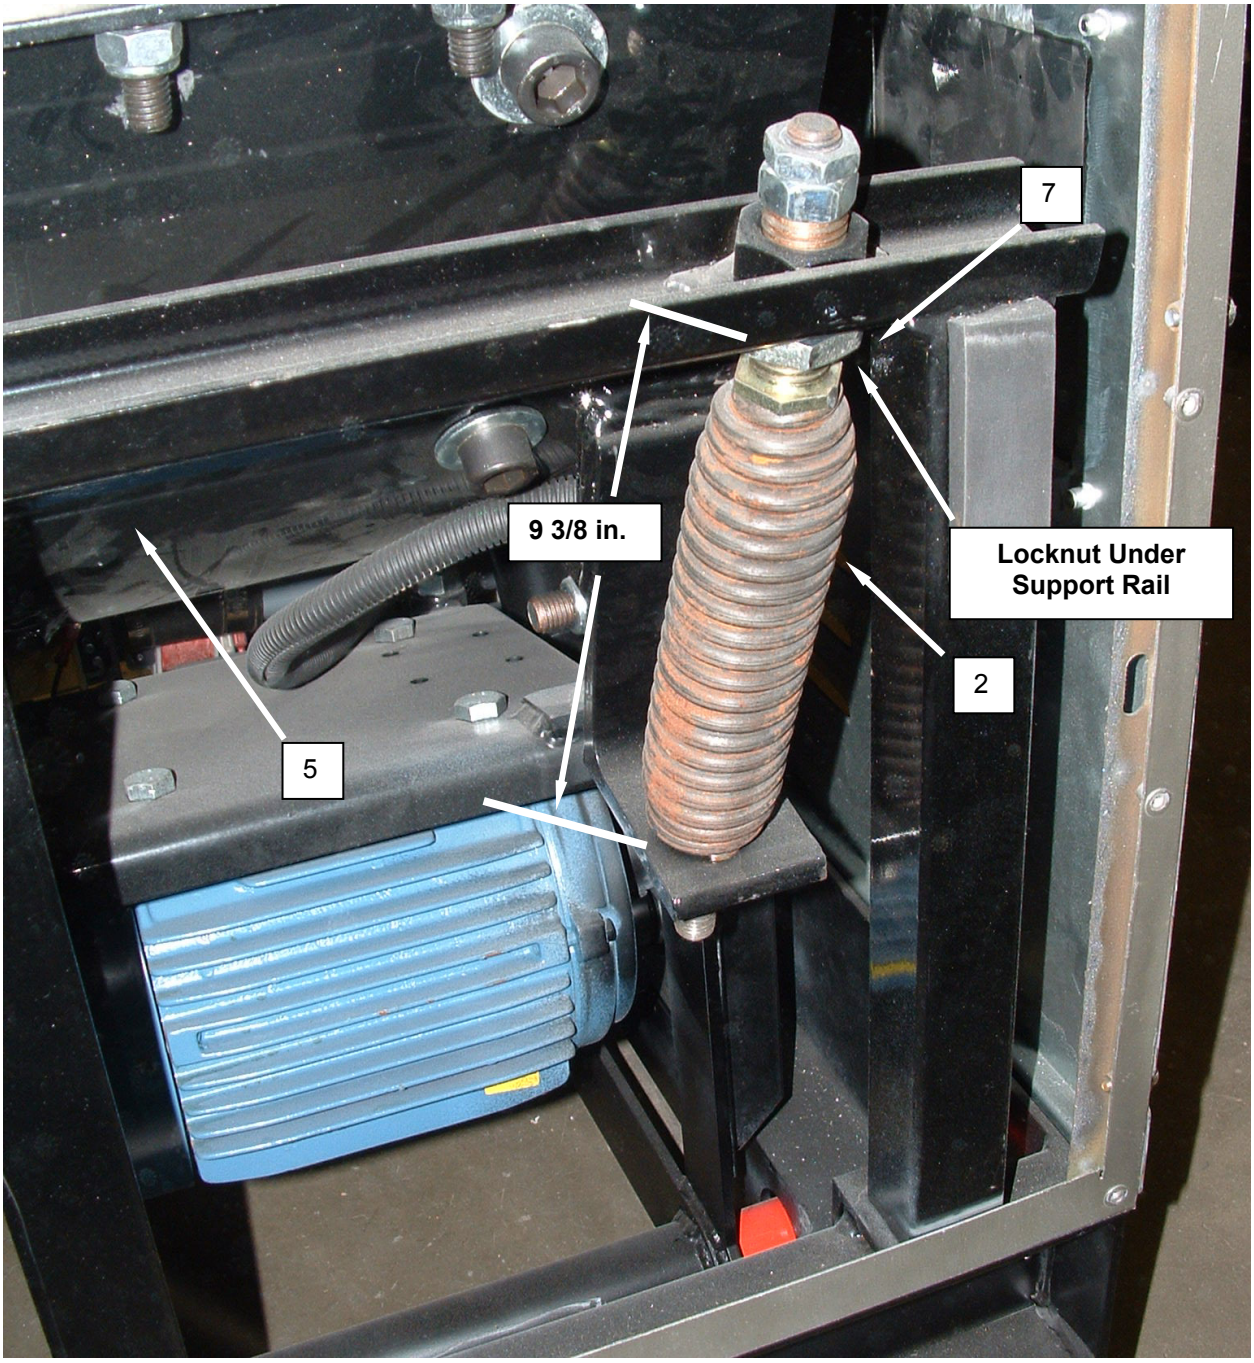

Figure 4. Replace the Washer Front Springs.
2. Support washer drum **(Figure 4, 5, Item 5)** with one shipping bracket installed on the side opposite the spring **(Figure 4, 5, Item 2)** being replaced. Refer to TM 10-3510-226-10 as necessary for information on installing the shipping brackets.
3. Remove locknuts **(Figure 4, 5, Item 7)** retaining spring **(Figure 4, 5, Item 2)**, and unscrew spring.
4. Install replacement spring **(Figure 4, 5, Item 2)**.